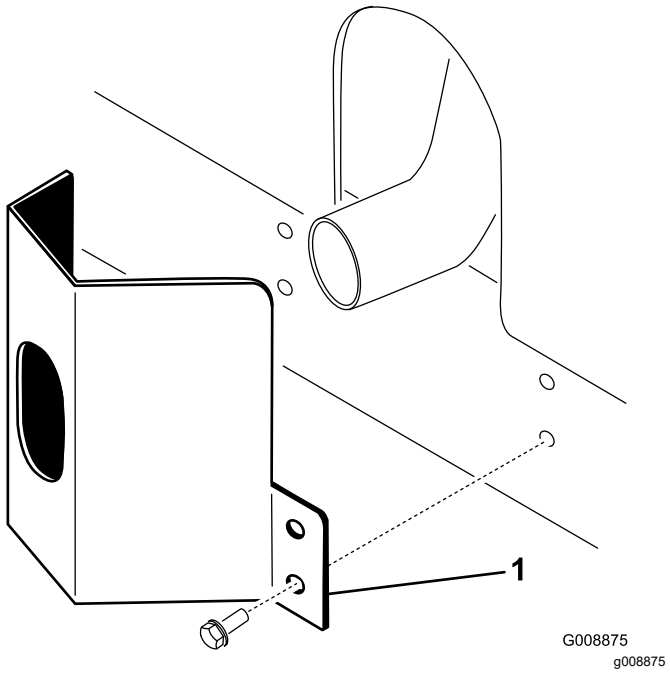

Figur 10
1. Plasser eksosbeskyttelsen rundt lyddemperen mens du justerer monteringshullene mot hullene i rammen (Figur 10).
2. Fest eksosbeskyttelsen til rammen med fire selvgjengende skruer (Figur 10).